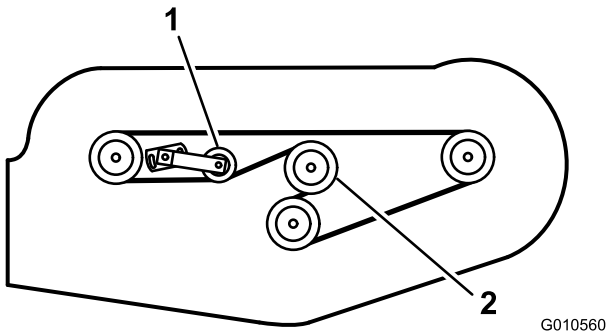

Figura 31
6. Installate la nuova cinghia attorno alle pulegge degli ingranaggi, alle pulegge del fusello, alla puleggia tendicinghia fissa e alla puleggia tendicinghia regolabile (Figura 31).